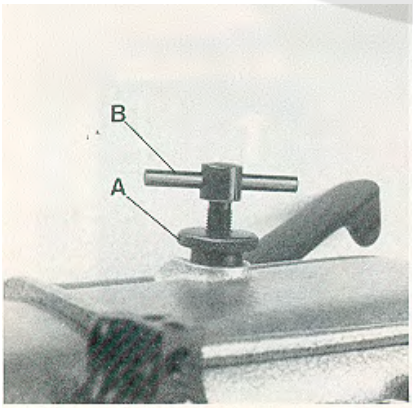

Fig.24
Rotate handwheel until the lower feed dog is below the throat plate. Loosen knurled nut (A. Fig. 24) and turn out T-screw (B) until it does not excert any pressure on the leaf springs. In this position, the pressure excerted on the presser foot should be so strong that the presser foot bottom and the front end of the presser foot tongue rest squarly on the throat plate.
Drehen Sie das Handrad bis der untere Transporteur unter der Stichplatte steht. Lösen Sie die Rändelmutter (A, Fig. 24) und drehen Sie die Knebelschraube (B) soweit heraus, daß sie nicht mehr auf die Blattfedern drückt. In dieser Stellung soll der Druck auf den Drückerfuß so stark sein, daß die Drückerfußsohle und das vordere Ende der Drückerfußzunge flach auf der Stichplatte aufliegen.
Now turn in T-screw (B, Fig. 24) until the necessary presser foot pressure for proper feeding is excerted (determine by sewing tests). Secure this setting with the knurled nut (A), which simultaneously fastens the upper arm cover. Remount the face cover and the finger guard.
Nun drehen Sie die Knebelschraube (B, Fig. 24) soweit ein, daß der zum einwandfreien Transport notwendige Drückerfußdruck erzeugt wird (durch Nähversuche ermitteln). Sichern Sie diese Einstellung mit der Rändelmutter (A), mit der gleichzeitig der obere Armdeckel befestigt wird. Montieren Sie den Stirndeckel und den Fingerschutz wieder.